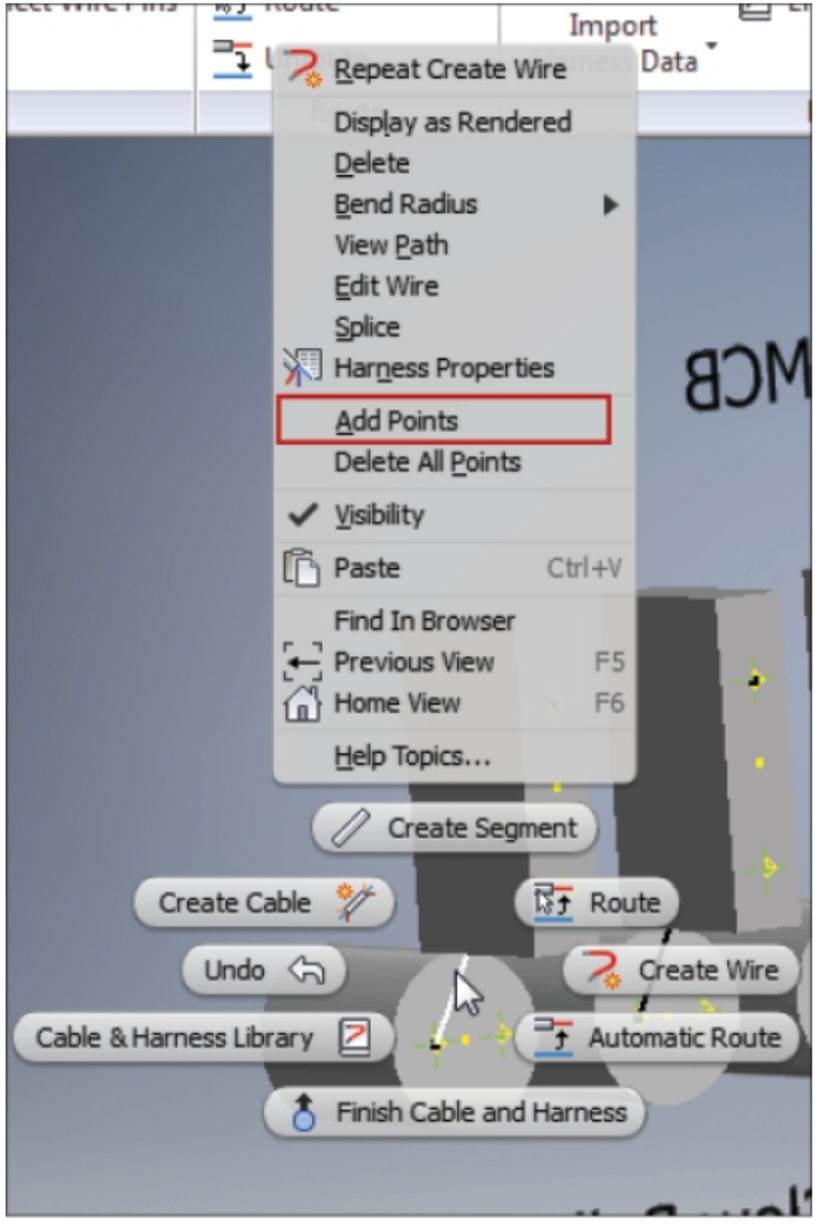

Figure-47. Shortcut menu for wires
- Right-click on the wire. A shortcut menu will be displayed; refer to Figure-47.